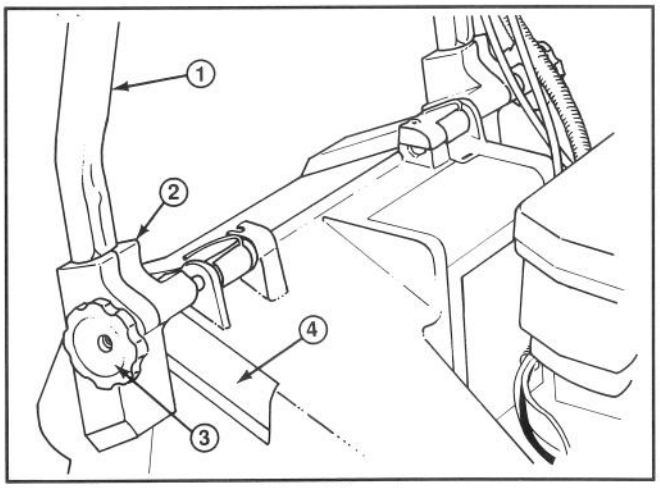
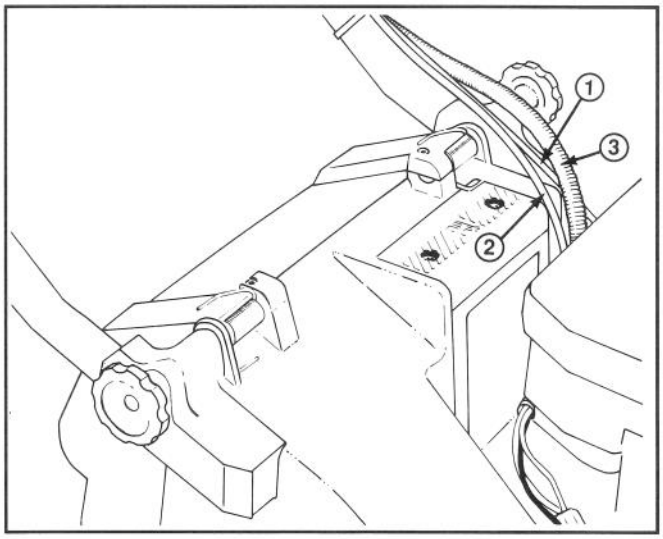

Afbeelding 1
Afbeelding 2
1. INSTALLEREN HENDEL— Knoppen op de bevestigingsbeugels losdraaien (Afb. 1).
3. Schuif de uiteinden van de hendel helemaal in de gaten op de bevestigingsbeugels (Afb. 1). Zorg ervoor dat de kabel van de gasklep, de elektrische startkabel (Key-Lectric model) en de kabel van de aandrijving (zelfrijdend model) zich boven op de linker bevestigingsbeugels bevinden (Afb. 2).
4. Draai hendel en bevestigingsbeugels naar achteren totdat de uiteinden van de hendel zich veilig binnen de beugel bevinden (Afb. 2).